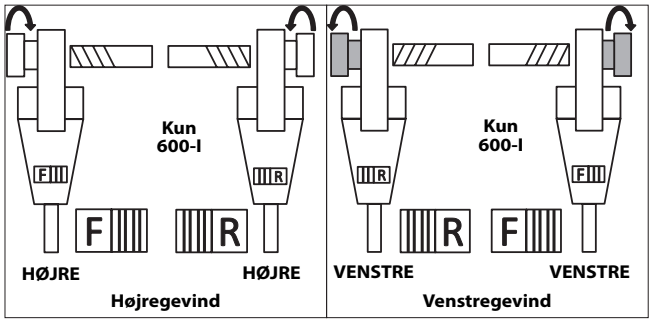

Figur 10 – Retning for glidekontakt/gevindskærehoved
7. Placer det elektriske rørdrevs F/R-glidekontakt i den ønskede stilling for højre- eller venstregevind. *Se figur 10.*